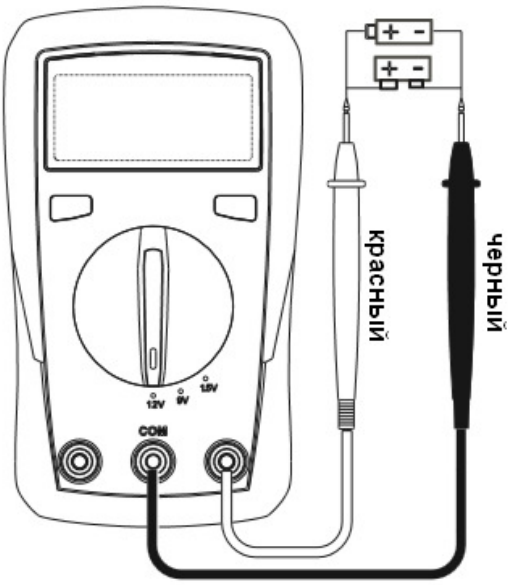

Рисунок 5
8.8. Измерение напряжения батарей (доступно только в модели UT33B+) *(см. Рисунок 5)*